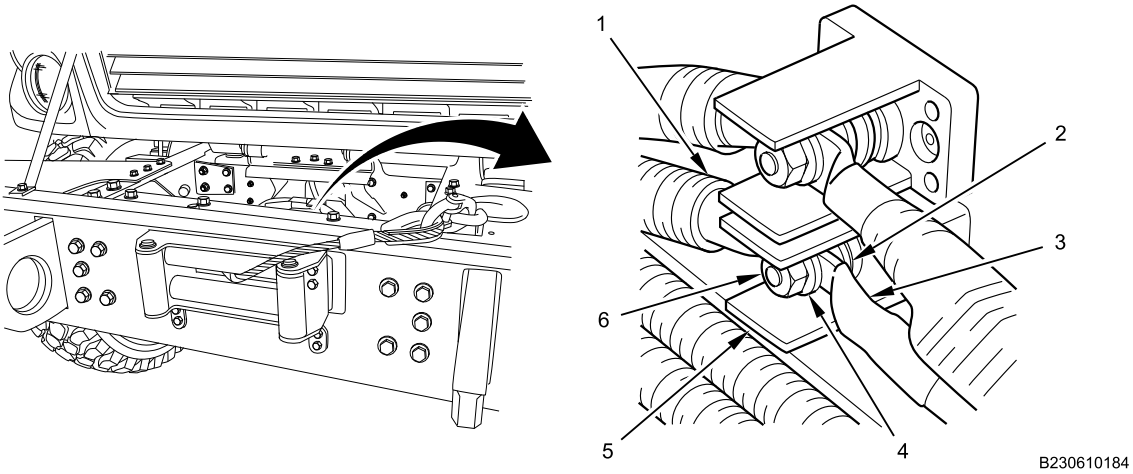

Figure 4. Junction Block.
1. Install winch BLACK ground cable (Figure 4, Item 6), flat washer (Figure 4, Item 1), winch assembly BLACK cable (Figure 4, Item 2), new lockwasher (Figure 4, Item 3), and nut (Figure 4, Item 5) on junction block (Figure 4, Item 4). Tighten nut securely.